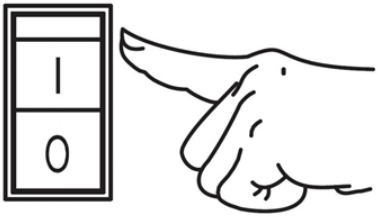

Рис. 8 Выключатель зажигания
6. Выключатель зажигания переведите в положение «I» (Вкл.) (Рис. 8).